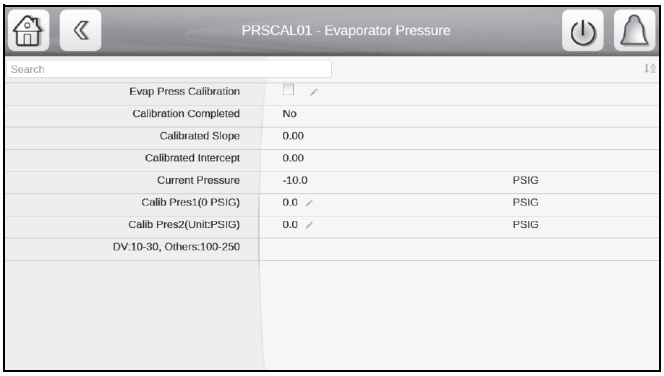

Fig. 43 — Evap Pressure Sensor Screen
2. Each transducer is supplied with 5 vdc from the IOB. Calibration is done by selecting the appropriate Pressure Sensor option on the Pressure Sensor Calib screen. The screen for the selected option is displayed. Figure 43 shows the Evap Pressure Sensor screen (PRSCAL01 as an example.